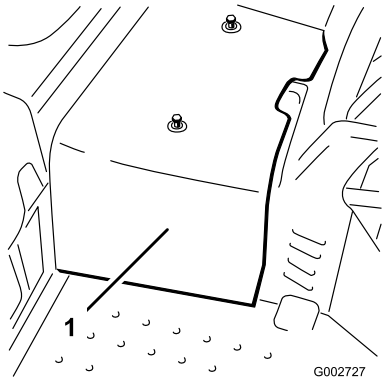

**Figuur 39**
2. Draai de 2 schroeven los waarmee het middelste scherm is bevestigd aan de machine en verwijder het scherm (Figuur 39).